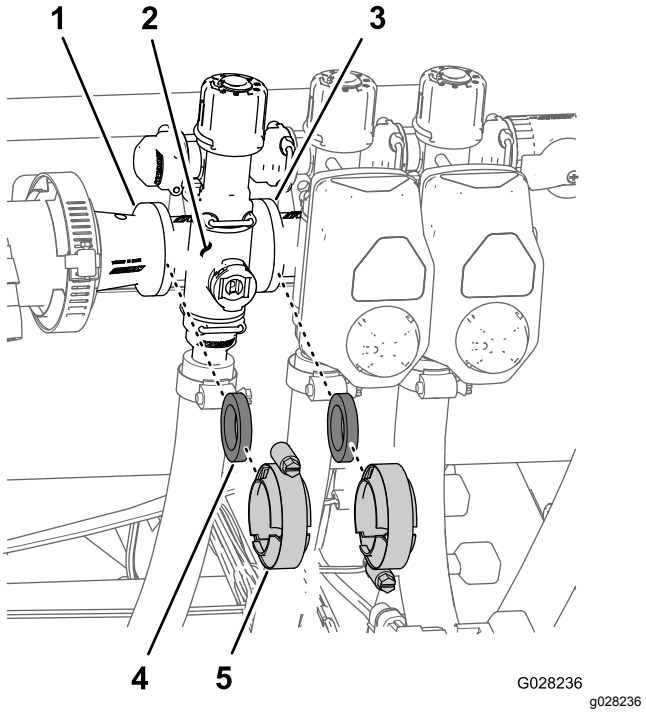

Figur 94
1. Fjern klemmene og pakningene som fester manifoldet for seksjonsventilen (Figur 94) til den nærliggende seksjonsventilen (hvis det er den venstre seksjonsventilen) og reduksjonskoblingen.